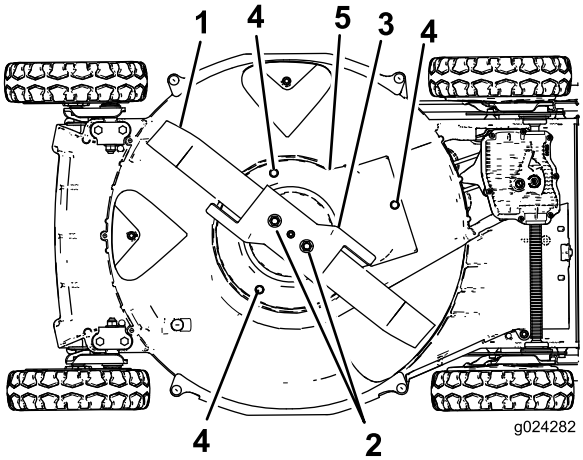

Figuur 35
6. Verwijder de 2 mesmoeren, de versneller en het mes (Figuur 35).
7. Verwijder de schroeven waarmee het scherm van de mesremkoppeling bevestigd is aan de maaikast (Figuur 35).